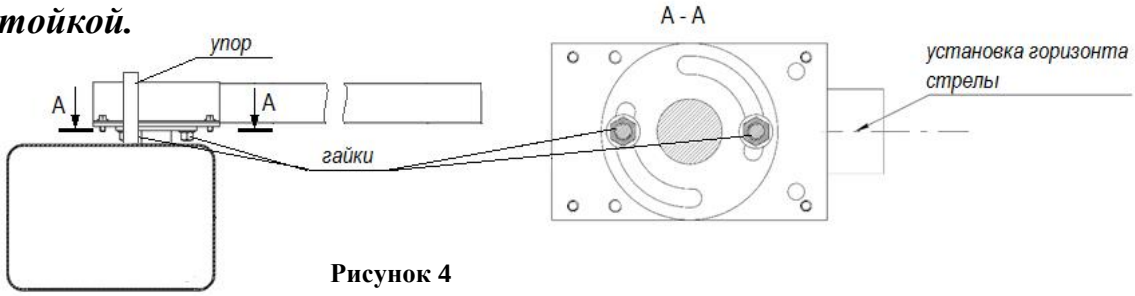

Рисунок 4
* Ослабить две гайки ключом №19 (см. Рисунок 4);